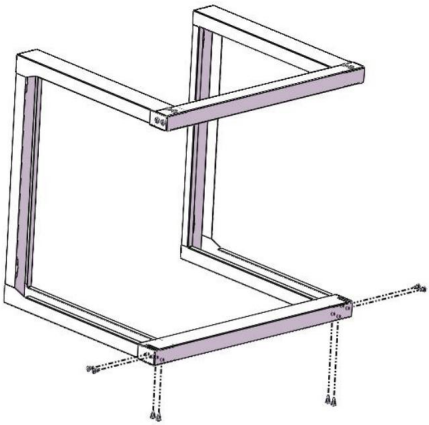

Abbildung 1
1. Setzen Sie den unteren Querträger (2) in die linke U-förmige Stütze (1) und die rechte U-förmige Stütze (1) ein und befestigen Sie ihn mit 8 M5-Montageschrauben (4). Siehe Abbildung 1.